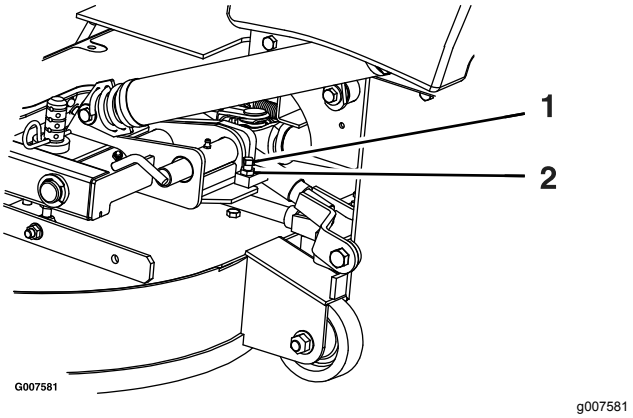

**Figuur 70**
2. Maak de contramoer los en draai de stopschroef rechtsom totdat de borgpen strak staat en niet met de hand kan worden gedraaid (Figuur 70).